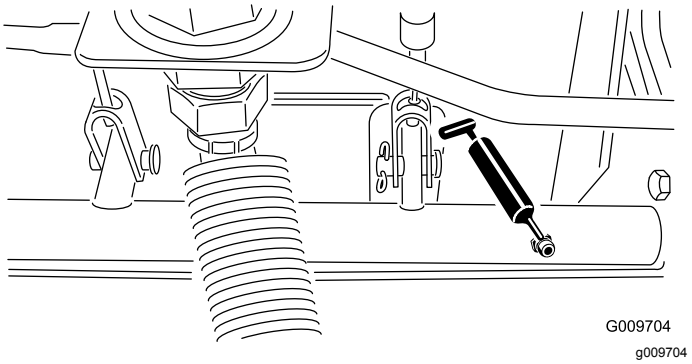

Figur 43
- Bromsaxelns lager (5) (Figur 43)